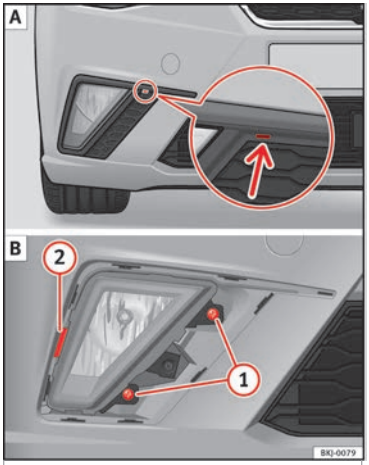

Fig. 99 Front fog light.
1. Lever with a screwdriver in the notch ››› Fig. 99 A (arrow). Subsequently, remove the clips located on the edge of the grill with gentle leverage.
2. Remove both bolts (1) B and leverage clip (2) to remove the fog light.